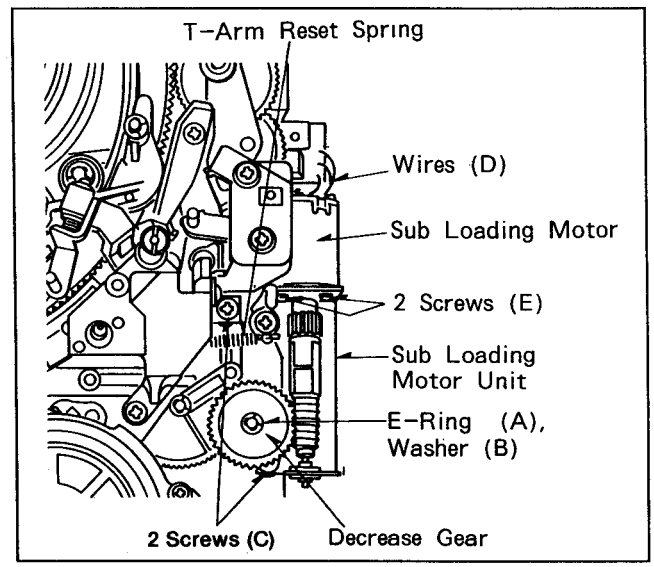

Fig. 6-24-1 Sub Loading motor Removal
1. Remove the top panel (Refer to item 2-1).
2. Remove the front loading unit (Refer to item 2-3).
3. Remove the E-Ring (A), Washer (B), Decrease Gear, 2 screws (C) and the T-Arm Reset Spring, then remove the Sub Loading Motor Unit as shown in figure 6-24-1.
4. Unsolder the wires (D) and unscrew the 2 screws (E), then remove the Sub Loading Motor as shown in figure 6-24-1.